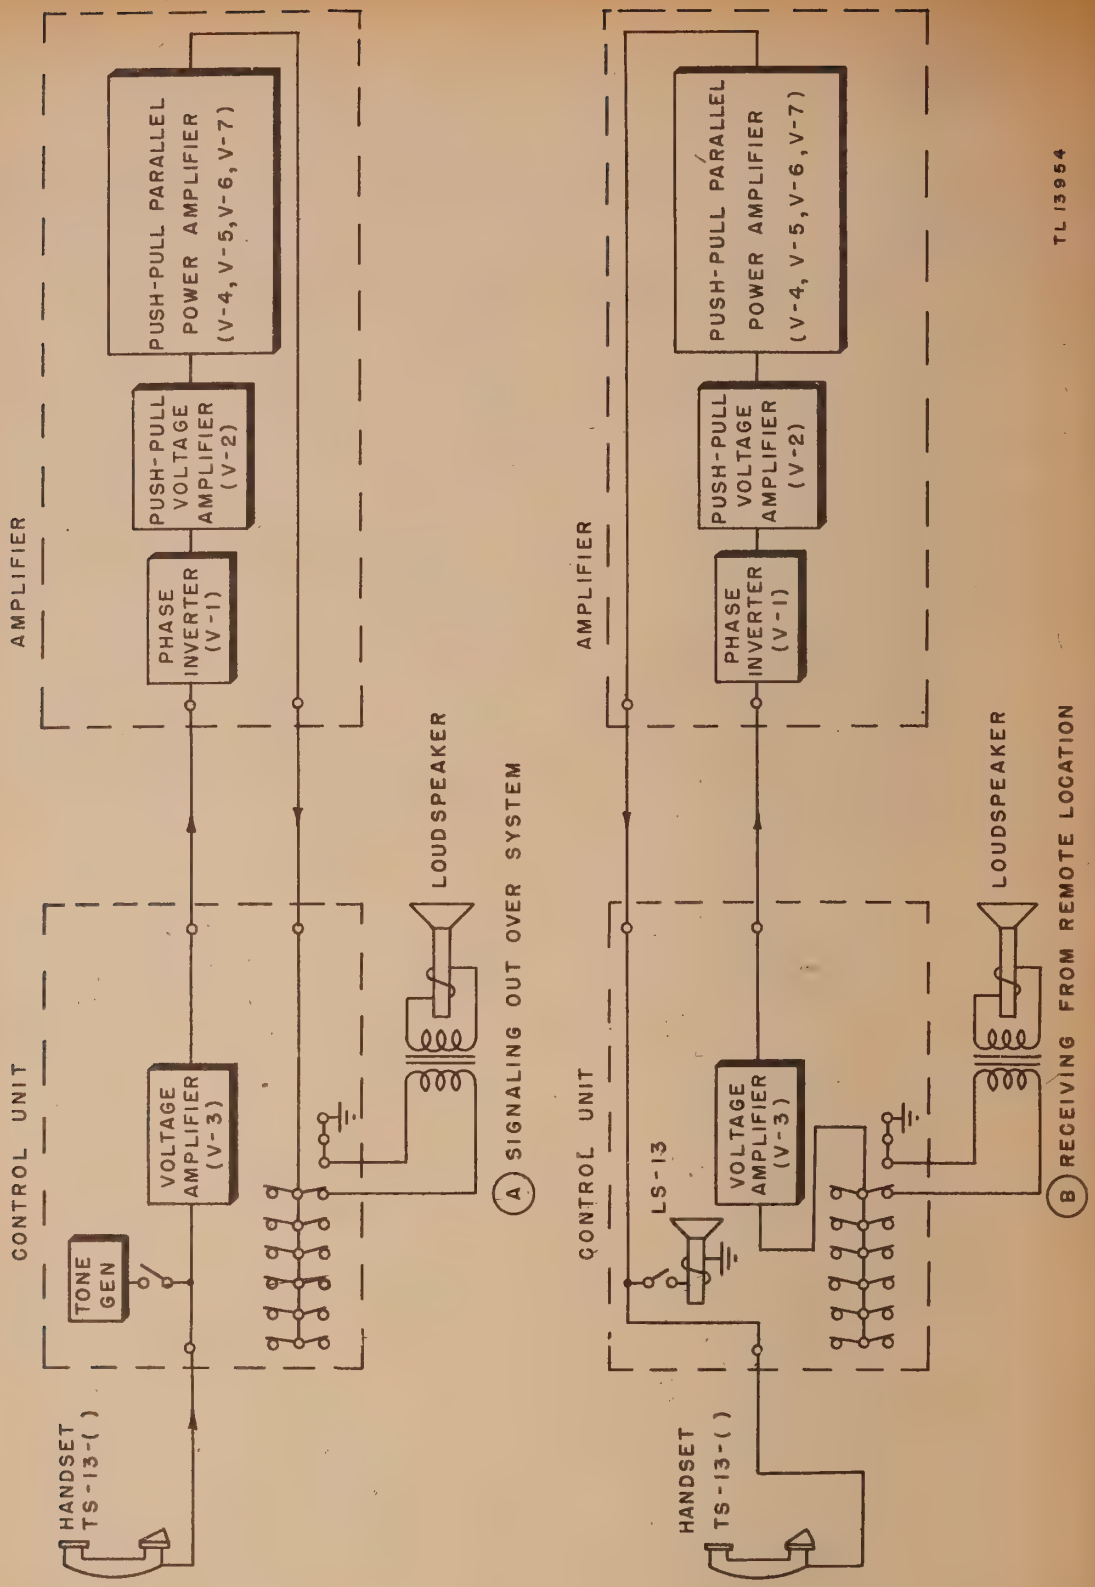

Figure 14. Public Address Set AN/TIQ–3, block diagram.
c. This public address set is arranged to communicate from the control location to a loudspeaker (or loudspeakers), and to receive a response from the loudspeaker location. These operations are illustrated in the block diagram, figure 14.
(1) Block diagram of the set (fig. 14).